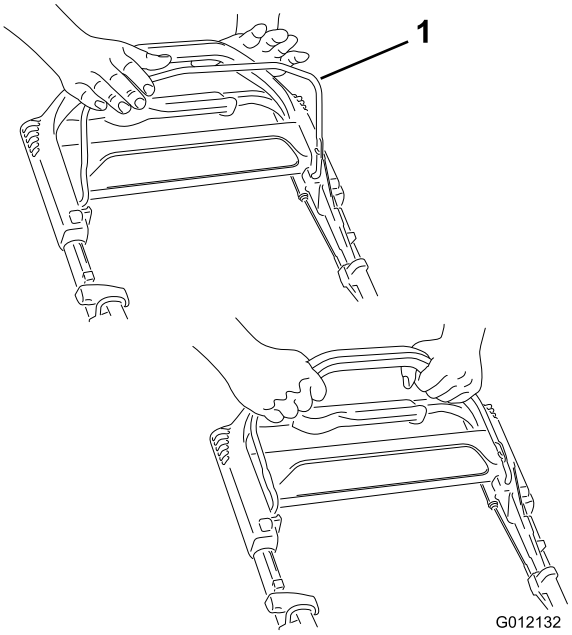

Figuur 12
2. Houd de bedieningsstang van het maaimes (Figuur 12) tegen de handgreep.